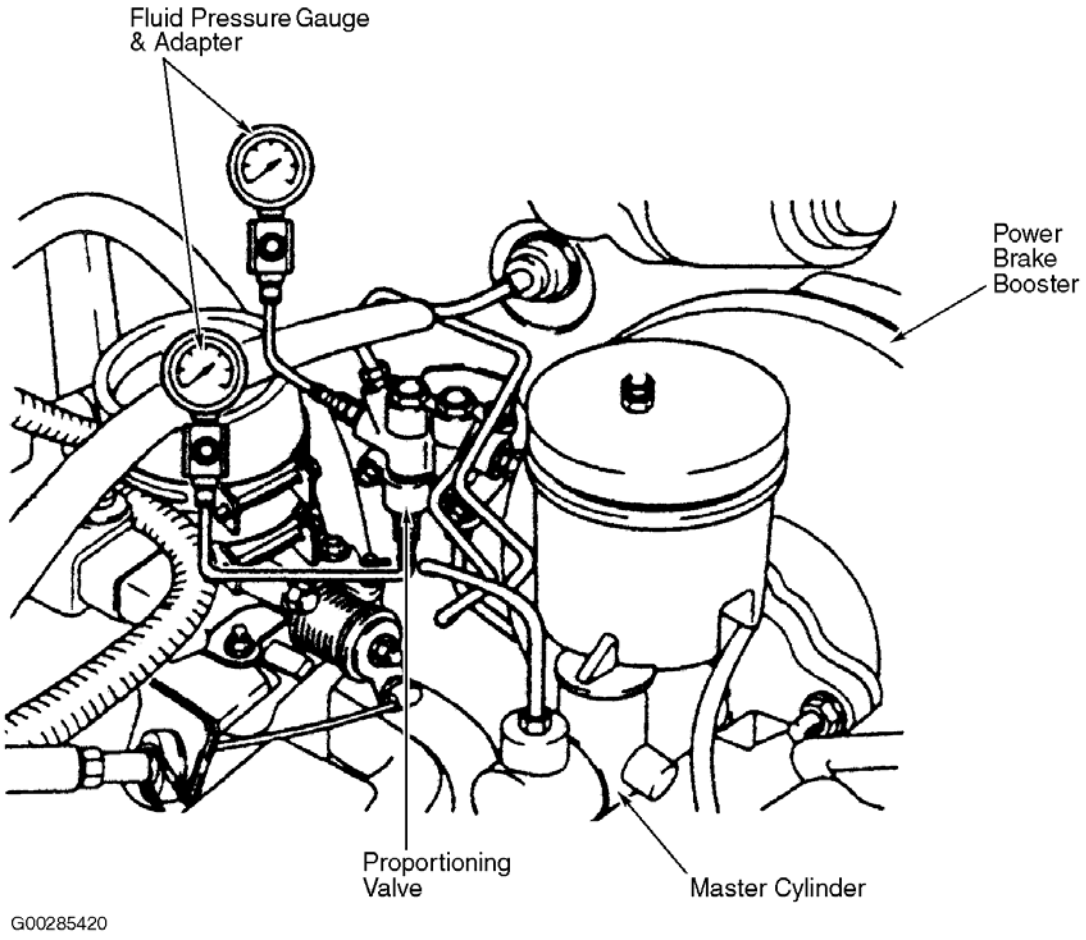

Fig. 4: Colocación de Dosificación válvula de prueba de medidores
1. líneas de freno de desconexión de la válvula dosificadora. Conectar calibrador de presión de fluido y el adaptador (0KK30- 140-001) a la válvula dosificadora. Vuelva a conectar líneas de freno a su calibre presión del fluido y el adaptador. Ver **Fig. 4** . Apretar el adaptador y la línea de freno tuercas cónicas 10-16 ft. Lbs. (14-22 Nm). Purgar el aire del sistema de frenos.